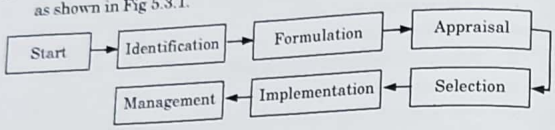

Fig. 5.3.1. Phases of project management.
1. The process of project management may be divided into six broad phases as shown in Fig 5.3.1.